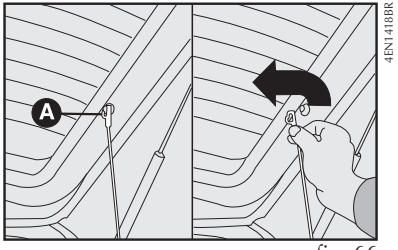

fig. 66
1) Soltar as extremidades superiores **A-fig. 66** dos dois tirantes, desprendendo as argolas dos pinos.